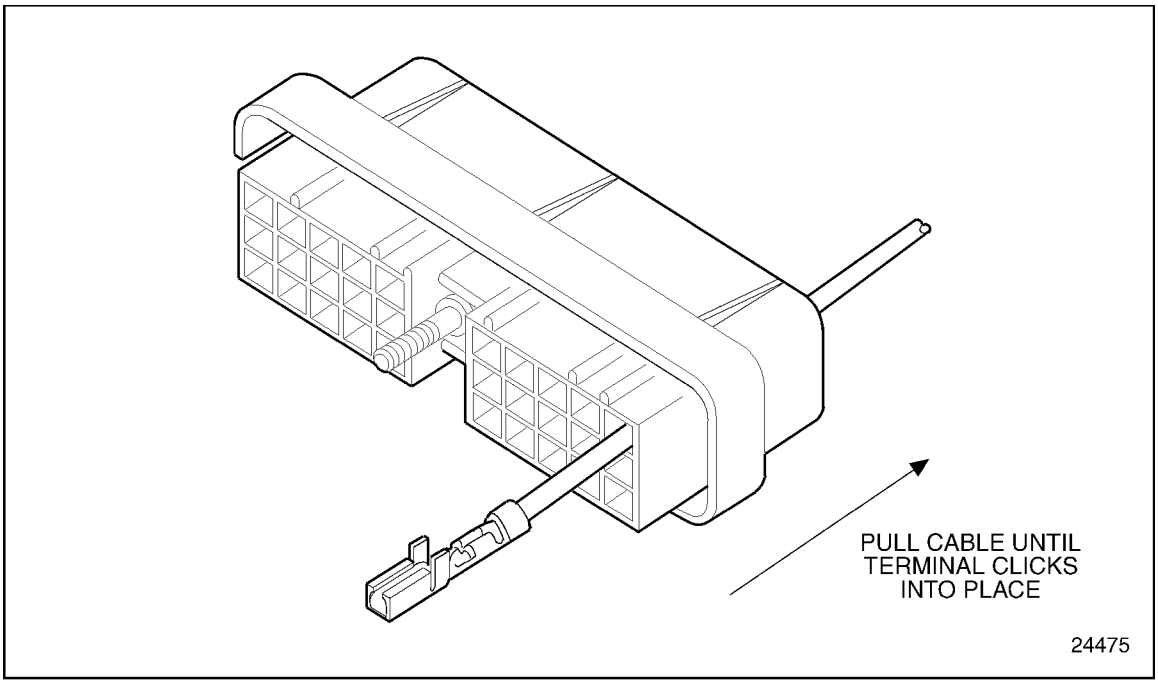

Figure 8-36 Pulling the Terminal to Seat
10. Pull the cable back through the connector until a click is heard. See Figure 8-36. Position the seal into the connector.